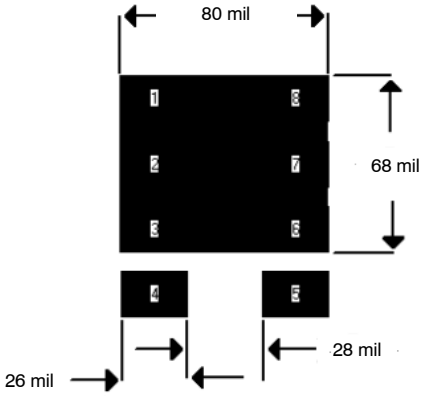
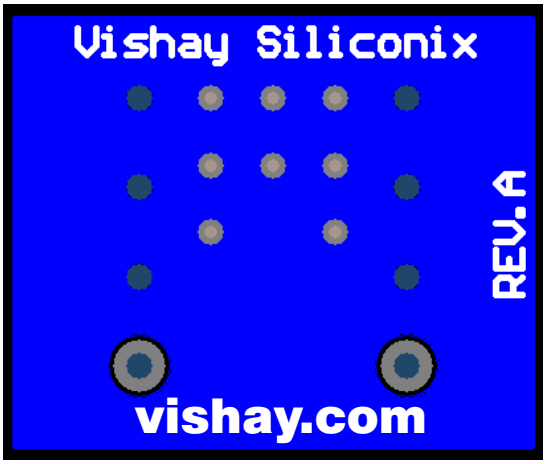

FIGURE 2. Footprint With Copper Spreading
FIGURE 3.
The pad pattern with copper spreading shown in Figure 2 improves the thermal area of the drain connections (pins 1,2,3,6.7,8) while remaining within the confines of the basic footprint. The drain copper area is 0.0054 sq. in. or 3.51 sq. mm). This will assist the power dissipation path away from the device (through the copper leadframe) and into the board and exterior chassis (if applicable) for the single device. The addition of a further copper area and/or the addition of vias to other board layers will enhance the performance still further. An example of this method is implemented on the Vishay Siliconix Evaluation Board described in the next section (Figure 3).
1) Minimum recommended pad pattern (see Figure 2) on the evaluation board size of 0.5 in x 0.6 in.	156°C/W
2) The evaluation board with the pad pattern described on Figure 3.	111°C/W